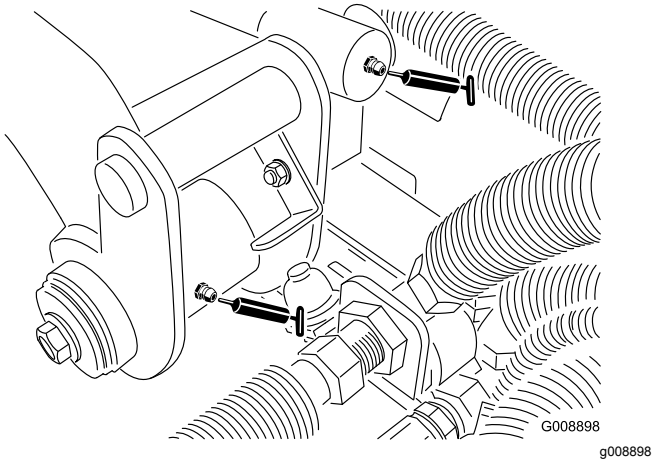

Figur 36
- 2 bakre lyftarmstappar och lyftcylinder (Figur 36)